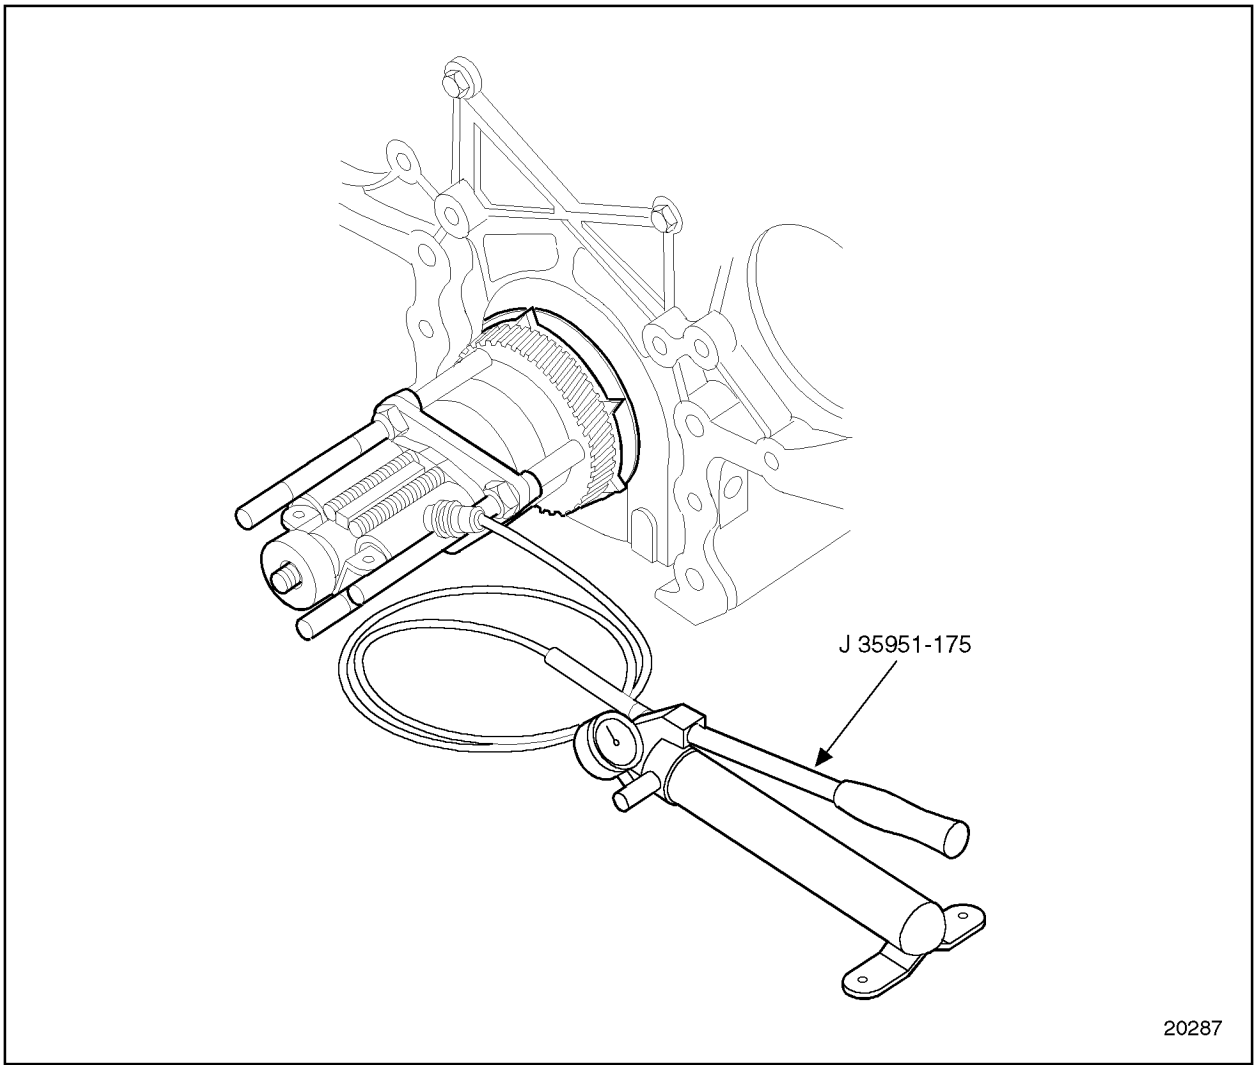

Figure 1-452 Crankshaft Timing Gear Installation
11. Close the valve on J 35951-175. Work the pump handle to supply hydraulic pressure to the ram. Make sure that the slot in the crankshaft timing gear indexes with the key in the crank. Pump until the crankshaft timing gear is seated firmly against the timing wheel and the timing wheel is seated firmly against the crankshaft flange. See Figure 1-452.